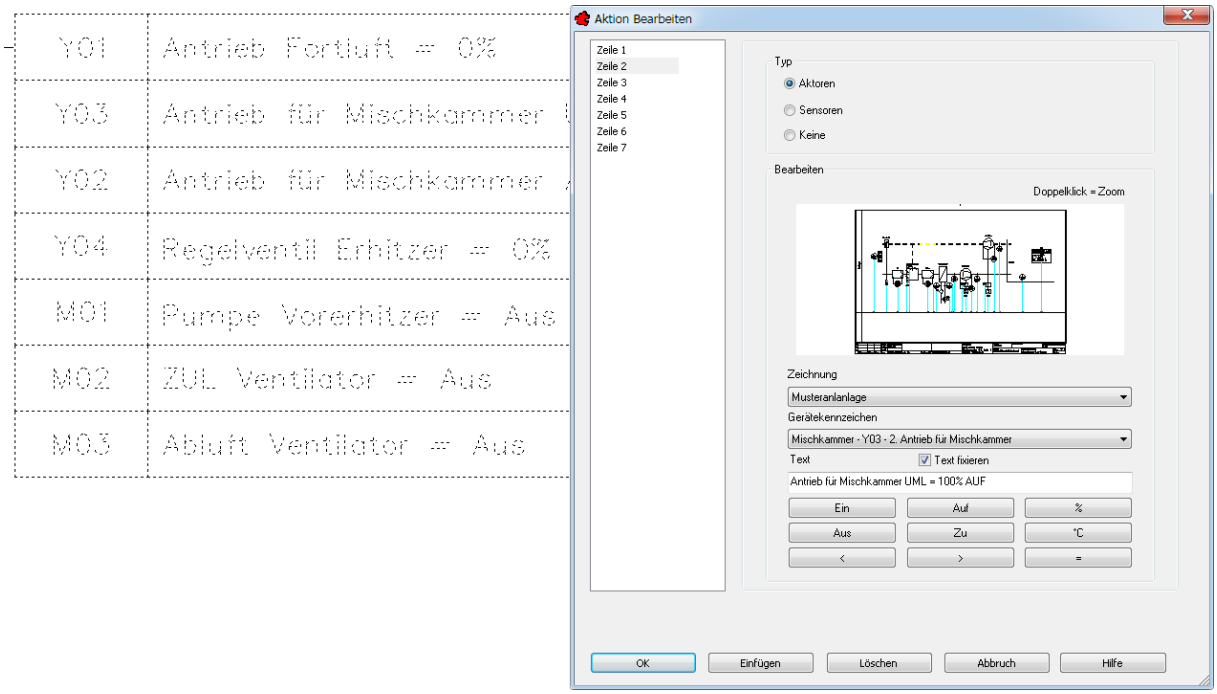

Bild 25.33 – Bearbeiten einer Aktion
- *ZG – Aktion editieren:* Mit dieser Schaltfläche öffnen Sie die gewählte Aktion in der Dialogbox *Aktion bearbeiten*. Sie können sämtliche Zeilen editieren, löschen oder mit weiteren ergänzen (Abb. 25.33).